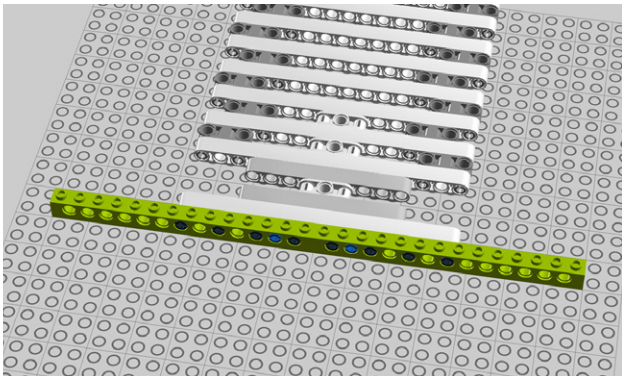

Figure 8-16. *Step 11: Connecting some bricks*
11. Connect two 14M Technic bricks to the pegs you just added (Figure 8-16).